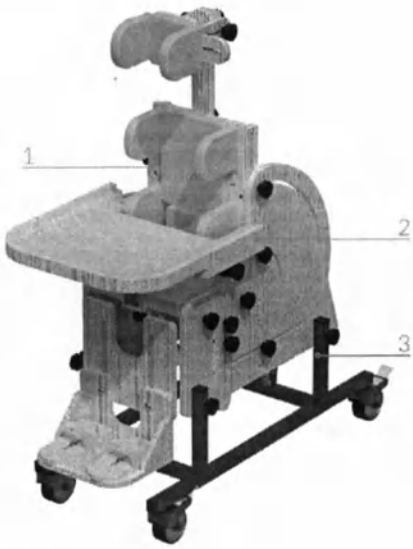
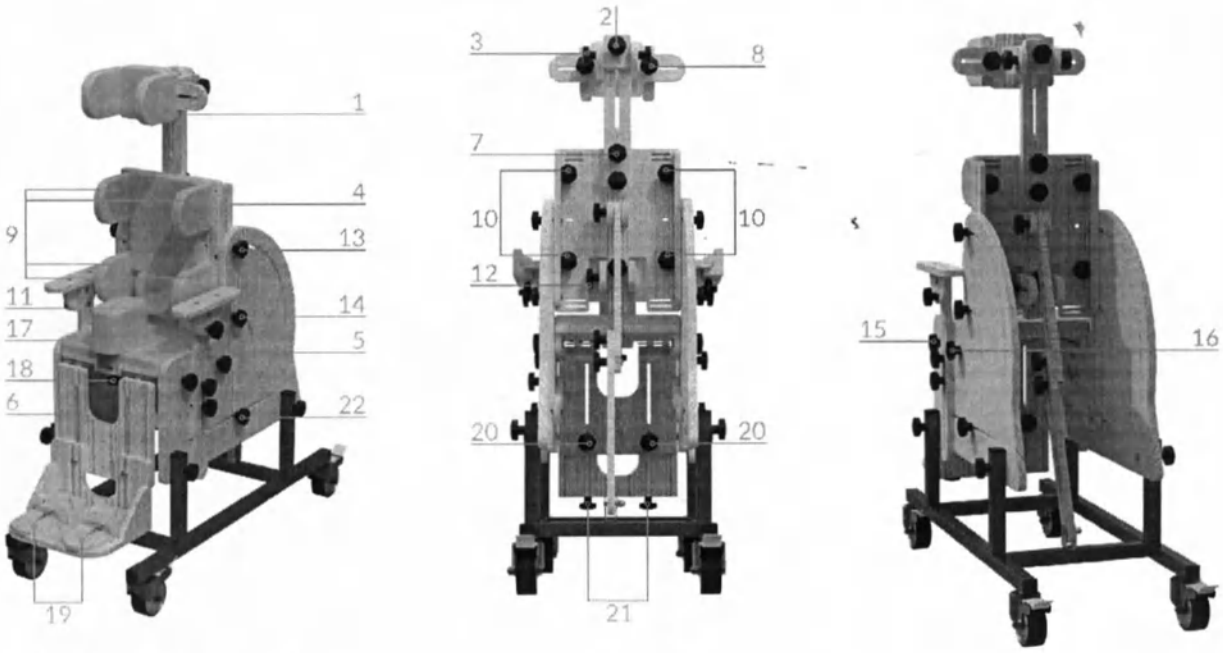

Рис. 2 – Общий вид опоры
Рис. 5 – Регулировка подголовника
Опора условно разделяется на узел ложа (1), узел столика (2) и узел основания (3) (рис. 2).
Узел ложа (рис. 5)
Для перевода опоры в положение лёжа (рис. выше) необходимо настроить подножку (6) (рис. 5) и спинку (1) (рис. 2) в положение, параллельное сиденью с помощью барашков, указанных выше.